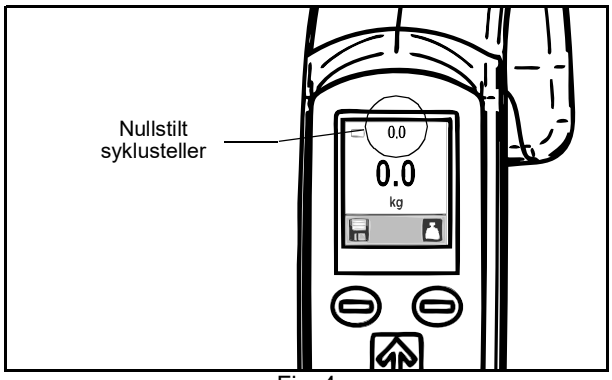

Fig. 4
5. Slå av enheten igjen med stoppknappen. Neste gang enheten blir slått på, viser syklustelleren verdien null (se Fig. 4).